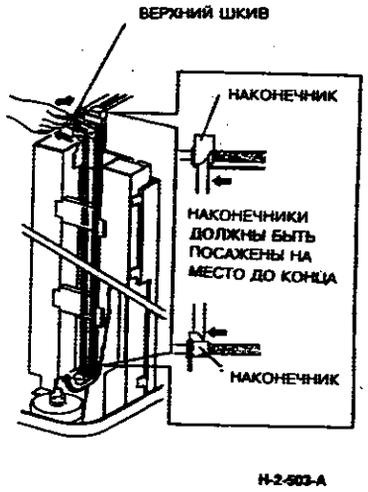

**Рисунок 5.Установка ремня привода механизма подравнивания**
4. (Рисунок 5) При установке ремня механизма подравнивания проверьте, что ее наконечники (верхний и нижний) находятся на месте. Для того, чтобы они не сошли с места при натягивании ремня на верхний шкив, тяните ремень в показанном на рисунке направлении.
*ПРИМЕЧАНИЕ: (Рисунок 5) Для наглядности двигатель MOT11-065 на рисунке не показан.*